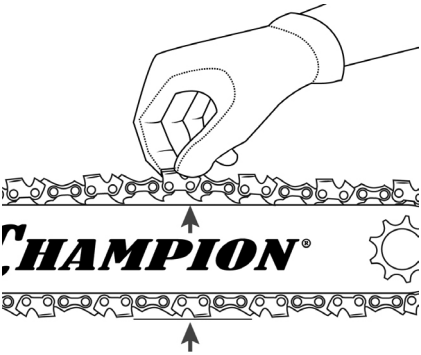

Рис. 4 Проверка натяжения цепи
6. Установите ведущие звенья пильной цепи в пазы звездочки. Вращая колесо накладки шины по часовой стрелке натяните цепь так, чтобы устранить ее провисание (Рис. 4).
Проверьте натяжение цепи, потянув пильную цепь от направляющей шины. Цепь должна плотно прилегать к нижней части шины без провисания, на середине верхней части шины цепь должна выходить из направляющего паза примерно на высоту звена (Рис. 4).